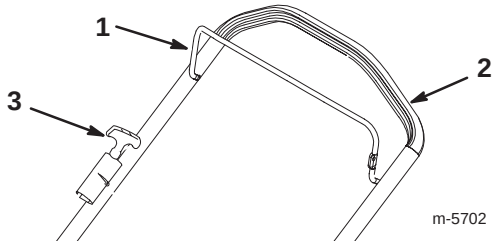

Bild 9
Der Startergriff und der Sicherheitsschaltbügel befinden sich am oberen Griffteil, siehe Bild 9.
3. Halten Sie den Sicherheitsschaltbügel gegen den Handgriff gedrückt (Bild 9).
4. Ziehen Sie leicht am Startergriff, bis Sie einen Widerstand spüren. Ziehen Sie ihn dann kräftig durch (Bild 9). Lassen Sie das Seil langsam zum Griff zurücklaufen.